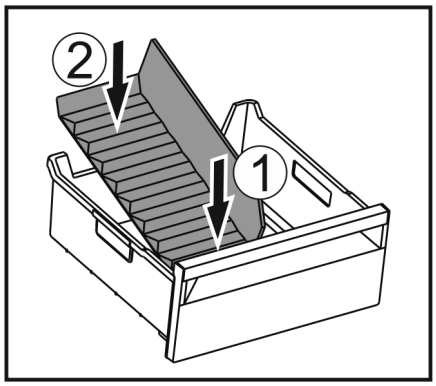

Fig. 187
▶ Helyezze be a jégrekesz-elválasztó elülső részét. *Fig. 187 (1)*
▶ Süllyessze le a jégrekesz-elválasztó hátsó részét a fiók aljáig. *Fig. 187 (2)*